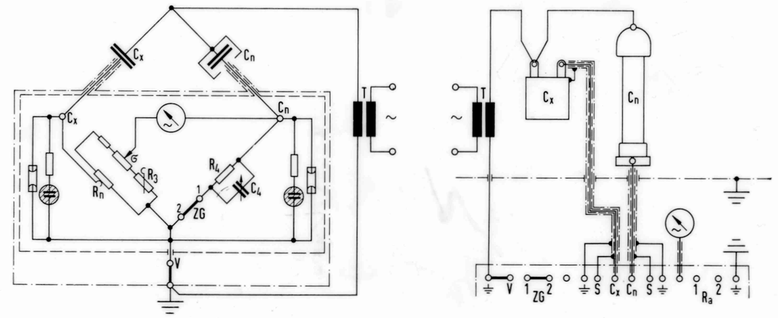

Bild 2
wie im Abschnitt 2.3. bei Anschluß nach Bild 2,
2.1. Meßschaltung und Anschluß nach Bild 2